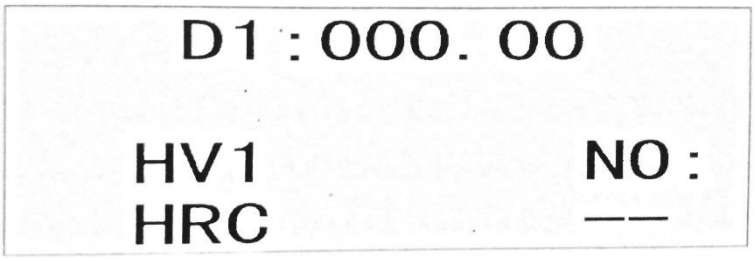

Fig. 5
3.4.9 O teste de força está sendo aplicada (o motor é iniciado), a tela aparece LOADING", que mostra que o teste de força está sendo carregada. "DWELL" significa manter o teste de força. Ele mostra "10,9,8 ..... 0" segundos, tempo de contagem regressiva “UNLOADING" significa que o teste de força está descarregando. Quando o motor estiver parado, a tela mostrará como na Fig. 5.